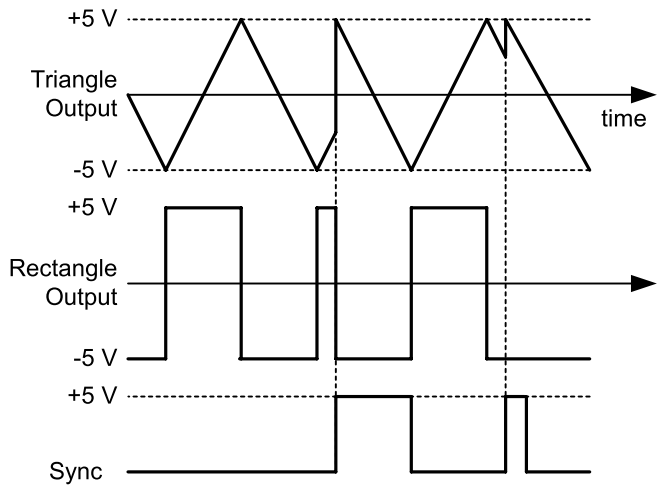

Abb. 9.4.2 LFO-Synchronisation
Die Rückwandbuchse **„SYNC“ (6)(TIP)** stellt einen Synchronisationseingang für den LFO dar, dessen Wirkungsweise in der Abb. 9.4.2 veranschaulicht wird.